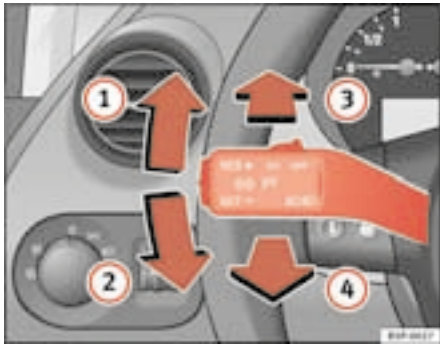

Fig. 77 Turn signal and main beam headlight lever
– Move the lever all the way up ⇒ fig. 77 (1) to indicate **right**, and all the way down (2) to indicate **left**.
– Press the lever forward ⇒ page 115, fig. 77 (3) to switch on the main beams.